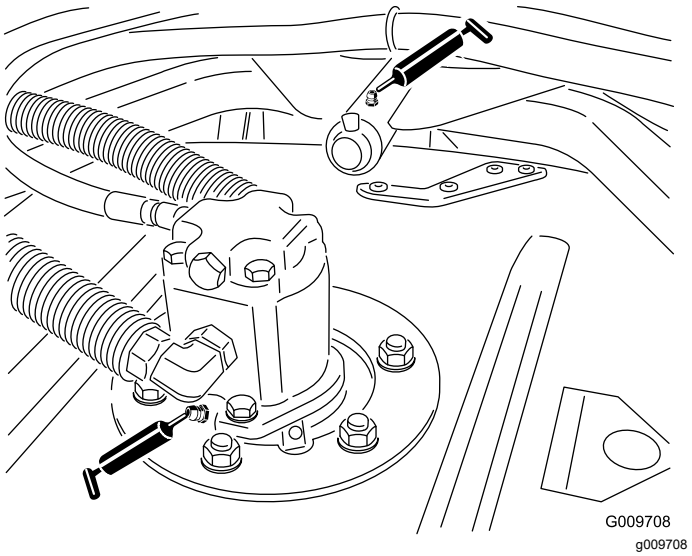

Figur 78
- Klippeenhetens spindelaksellager (2 per klippeenhet), som vist i Figur 78
- Klippeenhetens bærearmhylser (1 per klippeenhet), som vist i Figur 78